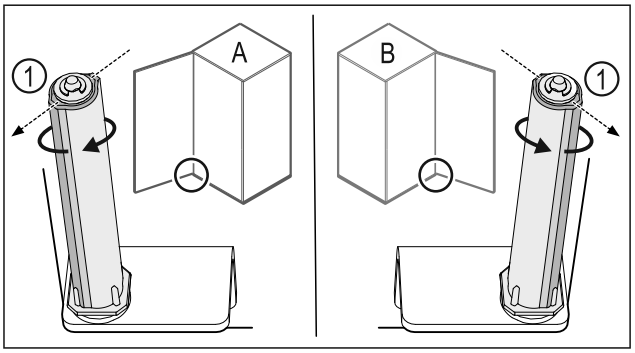

*Fig. 44 Opritorul din stânga (**A**) / opritorul din dreapta (**B**)*
▶ Rotiți sistemul de închidere până la rezistență, până când pragul sistemului de închidere *Fig. 44 (1)* este orientat spre exterior.